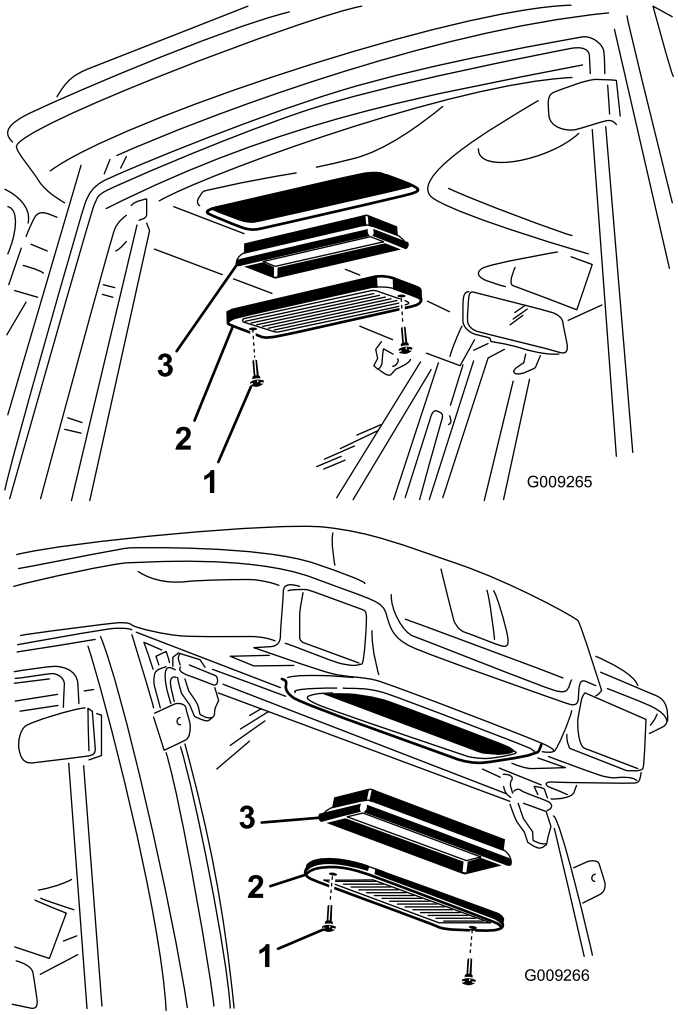

Figuur 72
1. Verwijder de duimschroeven en de roosters van boven de luchtfilters in en achter de cabine (Figuur 72).